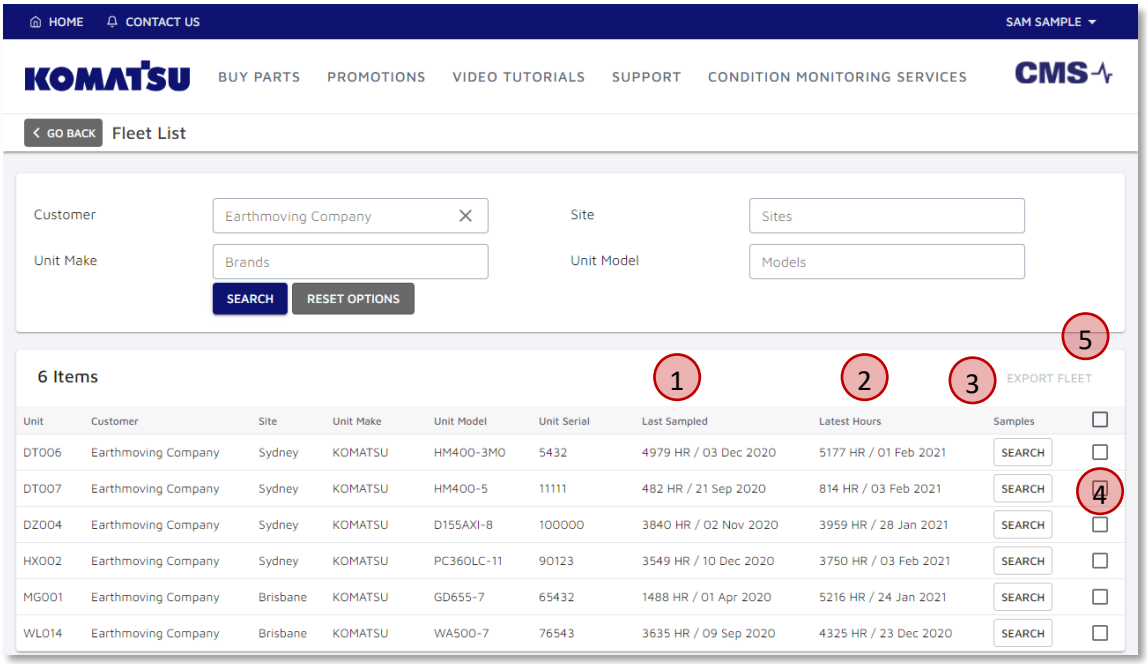

Figure 6.3 My Fleet Results.
Once we execute the search, we are shown our list of units that satisfy the search criteria (Figure 6.3). Here, we have selected a single customer, and showing all units under the account.
- The latest sample hours/kilometres and date (① in Figure 6.3)
- The latest unit hours/kilometres and date (② in Figure 6.3)
Additionally, we have the option to show the latest samples for a machine, by clicking on the **Search** button (③ in Figure 6.3). This will take us across to the search results (see Section 2.4 for more details).
Finally, we can select one or more units, which we can export to Excel for further analysis. First, select the desired units (④ in Figure 6.3), and then click the **Export Fleet** button (⑤ in Figure 6.3).